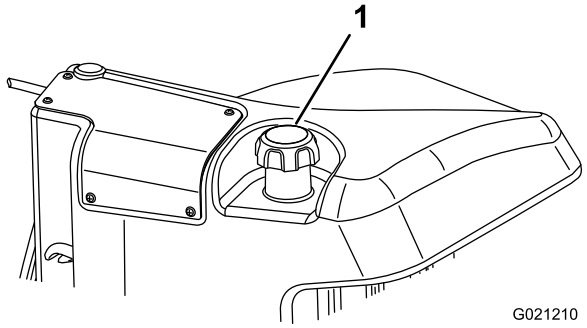

**Figuur 30**
3. Verwijder de dop van de brandstoftank (Figuur 30).